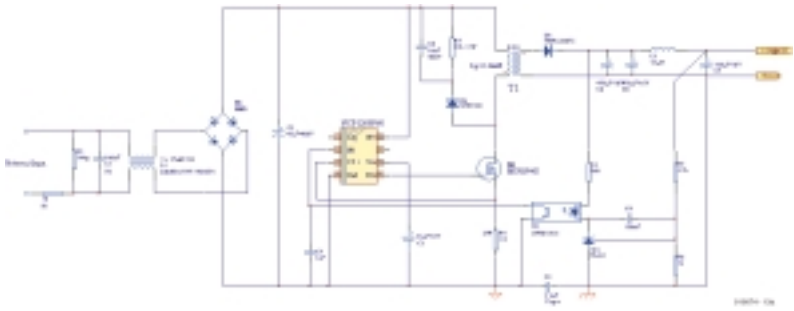

Figuur 3. Dit schema maakt duidelijk hoe eenvoudig de NCP1200 te gebruiken is.
Met de NCP1200 is een geregelde voeding te realiseren van enkele tientallen mW tot ongeveer 30 W. Het hier beschreven project laat zien hoe de regelaar ingezet wordt als netvoeding met een universele ingang en een vermogen van zo'n 10 Watt. **Figuur 3** toont het schema. Zoals al eerder is uitgelegd, wordt pen 1 van het IC rechtstreeks aan de hoogspanningslijn gelegd om zodoende het IC te voeden. De transformator is een zeer eenvoudig type, met een primaire en een secundaire wikkeling, zonder de gebruikelijke hulpwikkeling. Om iedere vorm van spanningsoverslag tussen de pennen te vermijden is pen 7 open gelaten en garandeert zo een bedrijfszekere werking, ongeacht de omgeving waarin de schakeling wordt toegepast. De MOSFET ontvangt zijn stuursignalen van pen 5 zonder tussenkomst van een weerstand; de uitgangstrap heeft al een asymmetrische opbouw die op natuurlijke wijze de overgang naar de geleidende toestand afremt. Voor de terugkoppeling staat een TL431 borg, in samenwerking met een optocoupler. De laatste trekt pen 2 (FB) naar massa als de vraag naar vermogen aan de uitgang afneemt. Indien het niveau op deze aansluiting onder 1,4 V daalt (de default-spanning op deze pen), stoppen de impulsen aan de uitgang en begint de regelaar met het overslaan van perioden. Door pen FB permanent aan massa te leggen via een bipolaire transistor, is het mogelijk de NCP1200 helemaal uit te schakelen en alleen het standby-deel ingeschakeld te laten. Tenslotte is er nog voorzien in een piekspanningsbeveiliging omdat een te hoge spanning op de drain van de MOSFET deze zou kunnen vernielen.